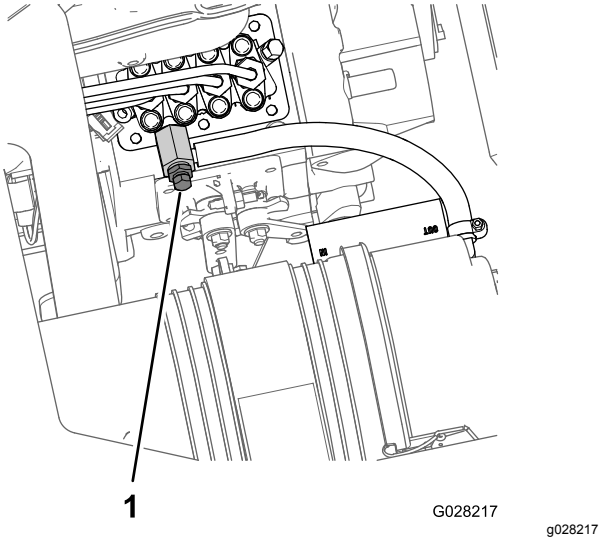

Figur 76
8. Placera ett avtappningskärl under motorns insprutningspump (Figur 76).
9. Öppna avluftarskruven på insprutningspumpen (Figur 76).
11. Låt nyckeln sitta i det PÅSLAGNA läget tills en jämn bränsleström flyter ut runt avluftarskruven (Figur 76).
12. Dra åt avluftarskruven (Figur 76) och vrid nyckeln till det AVSLAGNA läget.